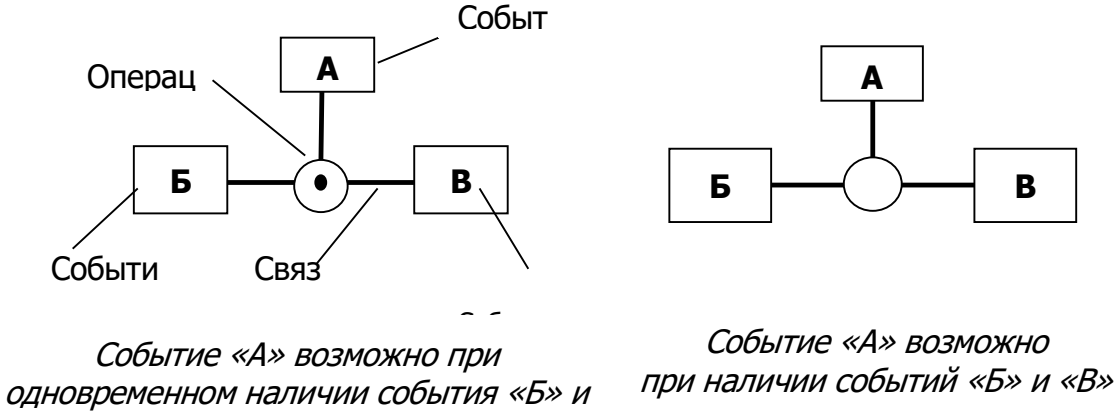

Рис. 1.2. Виды «деревьев событий причин и опасностей»
- символы связи (▬) (рис. 1.2).